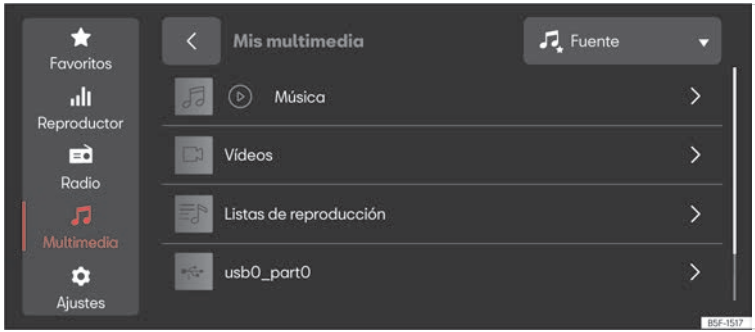

Fig. 183 Representación esquemática: Vista Multimedia.
- Pulse **MENU** > ⓟ > ♫ ››› fig. 183.